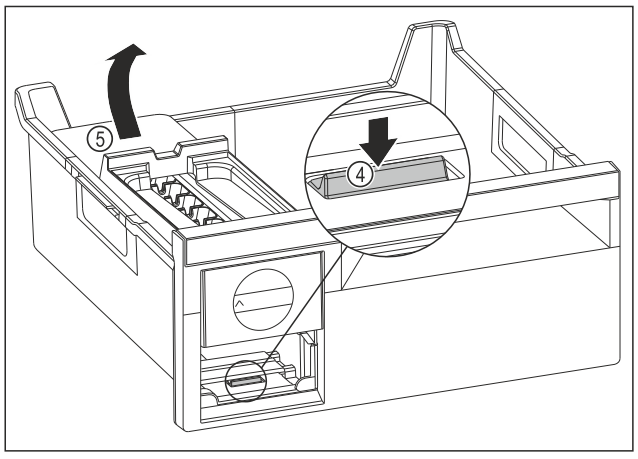

Fig. 141
▶ Scoaterea corpului EasyTwist-Ice: Apăsați eclisa *Fig. 141 (4)* cu degetele în jos și concomitent cu cealaltă mână ridicați corpul EasyTwist-Ice *Fig. 141 (5)* din spate.